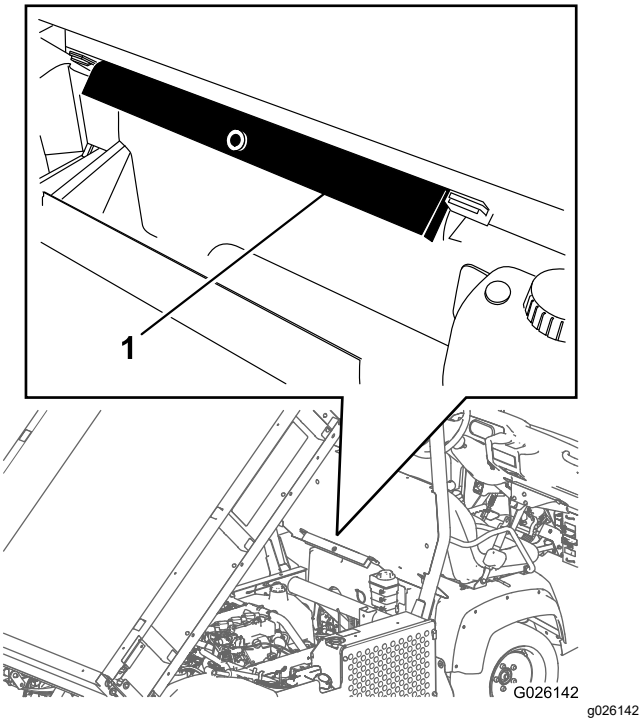

**Figur 31**
2. Ta loss flakstödet från förvaringsfästena baktill på vältskyddspanelen (Figur 31).